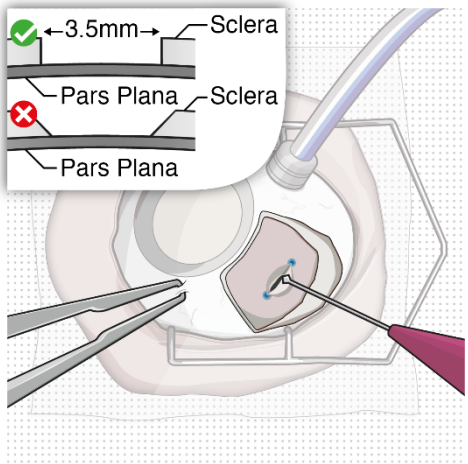

Figure 30
- Using an MVR blade, create a full thickness dissection of the sclera until the pars plana is fully visible (Figure 30).